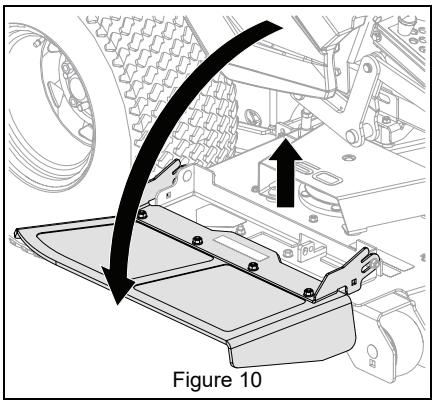

Figure 10
26. Lift discharge chute up slightly and rotate into the operating position. See Figure 10.